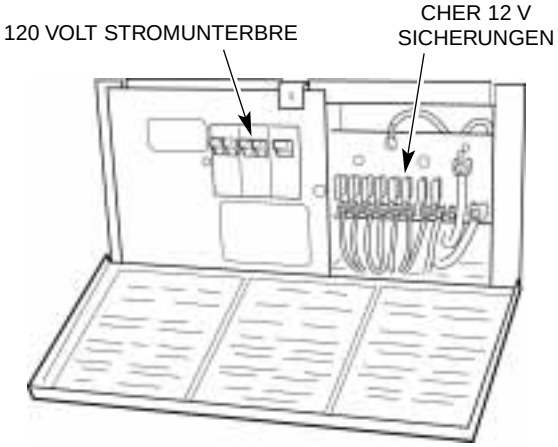

Abb. 2 - Leistungsumwandlerkasten
2. Die Stromunterbrecher im Leistungsumwandlerkasten (befindet sich in der hinteren Schlafstelle oder der Eßecke) muß auf AN geschaltet sein (Abb.2.). Außerdem bitte den Stromunterbrecher f. das Verbindungskabel am Campingplatz überprüfen.
2. Die Sicherungen sind intakt (bei ausgebrannten Sicherungen werden die im Leistungsumwandlungskasten in der hinteren Schlaf- oder Küchenecke gespeicherten Ersatzsicherungen verwendet). (Abb.2)